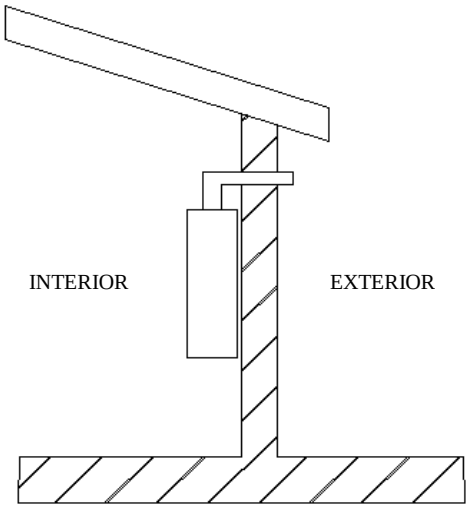

Fig. 3
• A conduta de evacuação de fumos do aquecedor de água a gás deve ser instalada através de uma parede externa, o aquecedor não pode ser instalado ao ar livre. (Fig.3)